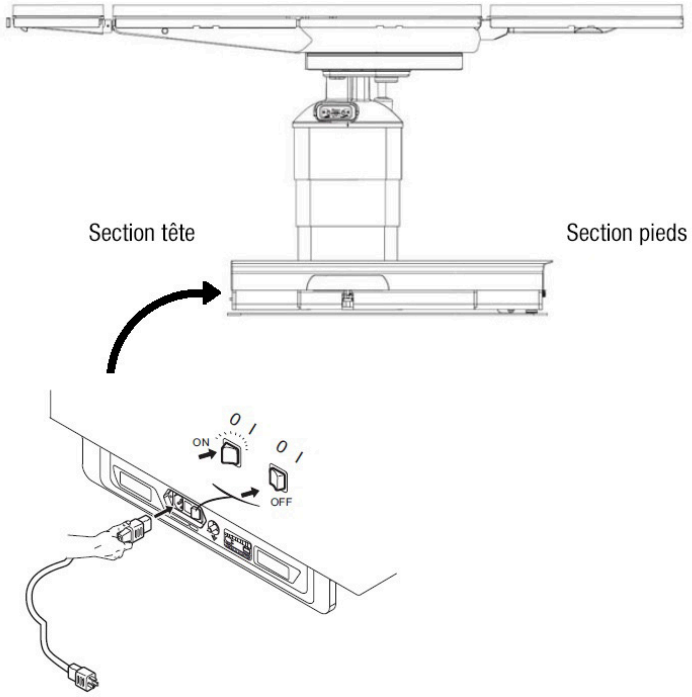

Figure 4-3. Branchement de la table à l'alimentation secteur (configuration type)
2. **Brancher le cordon d'alimentation à la prise appropriée sur le socle de la table (voir *Figure 4-3*).**